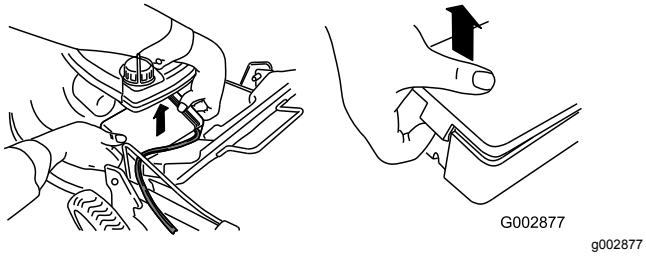

**Rysunek 40**
1. Odepnij obie końcówki pokrywy akumulatora i zdejmij ją (Rysunek 40).